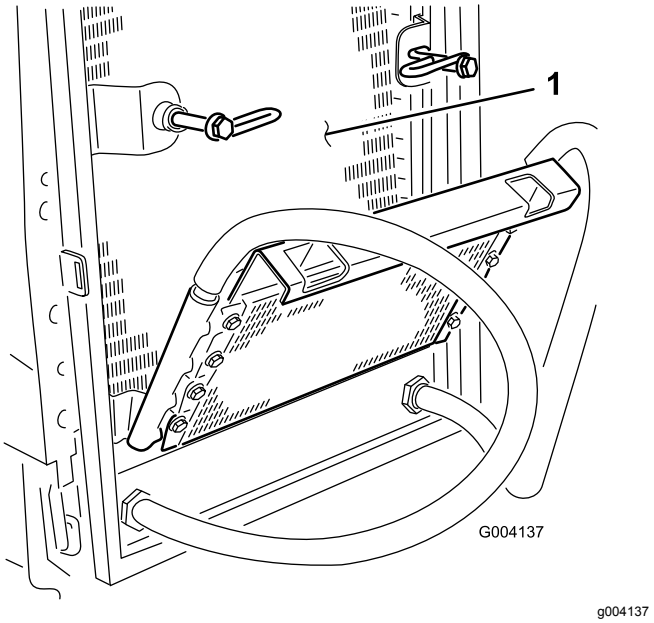

Figur 59
6. Rengjør begge sidene av oljekjøleren og radiatoren (Figur 59) grundig med trykkluft.